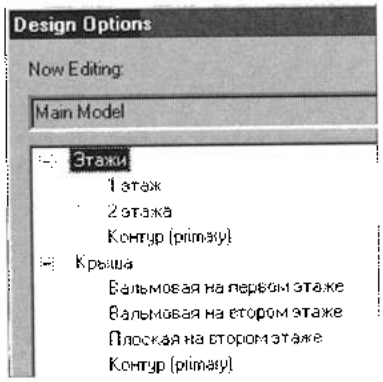

Рис. 27.8. *Структура наборов конструкций*
1. На ленте **Manage** (Управление) в разделе **Design Options** (Варианты конструкций) открыть одноименной кнопкой бокс и создать на нем два набора вариантов конструкций, как показано на рис. 27.8.